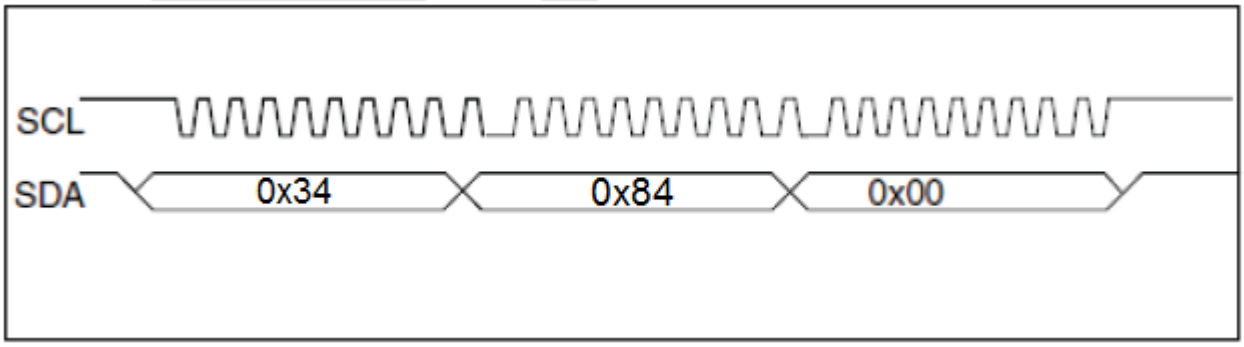

Figure 1-2. I²C Write Register Sequence
1. Host sends a START condition (shown as S in Figure 1-2) followed by the DLPC350 address with the I²C read/write bit cleared (0x34 or 0x3A).
4. Host issues a STOP condition (shown as P in Figure 1-2) to terminate the command write access.
An example of a host writing DLPC350's register 4h with the content 00h, shown in Figure 1-2, would follow this sequence: